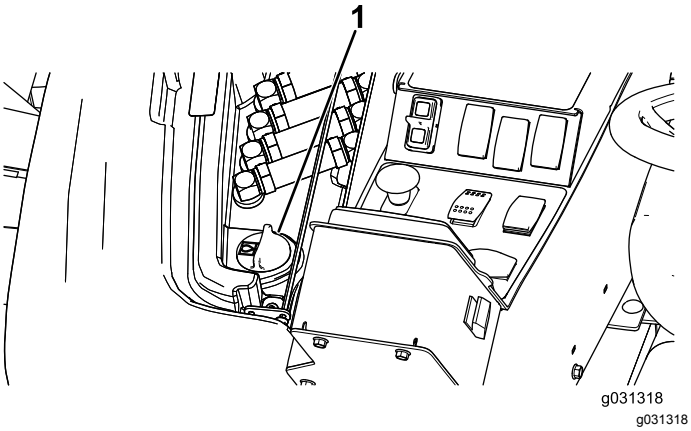

Figur 133
2. Höj upp åtkomstpanelen på maskinens högra sida så att hydraultanklocket syns (Figur 133).
3. Gör rent omkring påfyllningsröret och hydraultanklocket (Figur 133).